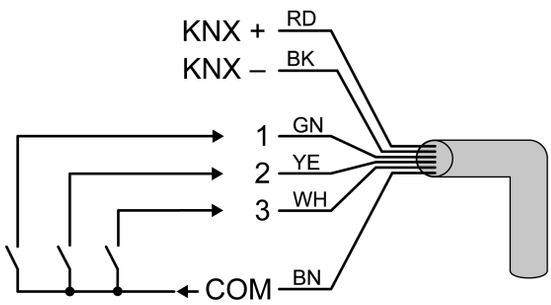

Figura 5: Collegamento degli ingressi per regolatori esterni
- All'occorrenza, collegare agli ingressi i contatti a potenziale zero (figura 5).